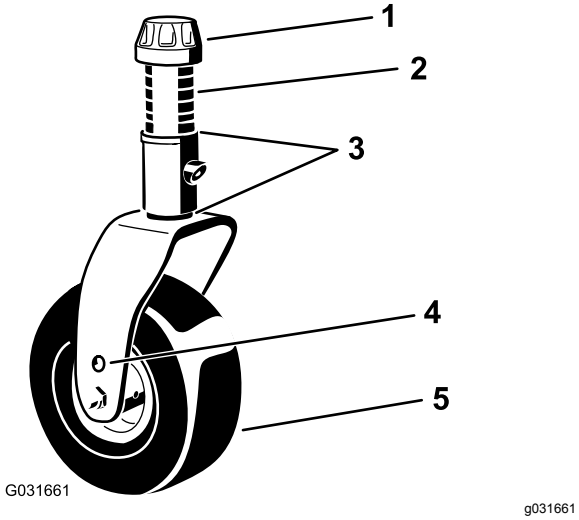

Figur 38
4. Lossa och ta bort spännlocket från svänghjulsspindelns axel med hjälp av den medföljande nyckeln för svänghjulslocket och skjut sedan ut svänghjulsaxeln ur svänghjulsarmen (Figur 38).